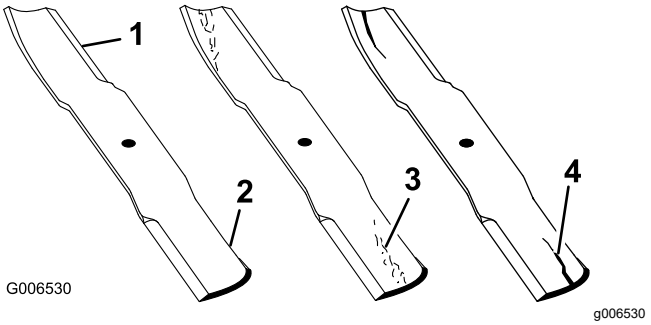

Figura 59
1. Inspeccione los filos de corte (Figura 59).
4. Si observa fisuras, desgaste o la formación de una ranura en esta zona, instale de inmediato una cuchilla nueva (Figura 59).